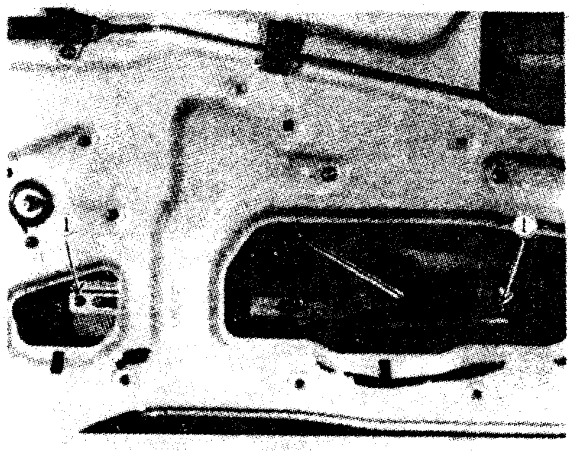

Fig. 4.1-4
7) Fixing screw for front door glass bearer, see Fig. 4.1-4.